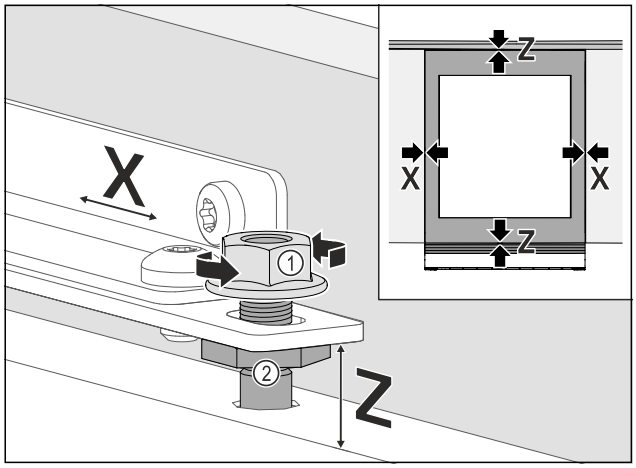

Fig. 104
▶ Align the unit door sideways: Loosen lock nut *Fig. 104 (1)*, move unit door in **X** direction.
▶ Tighten the lock nuts *Fig. 104 (1)*.
▶ Align the unit door in height **Z** and in the lateral inclination: Adjust the adjustment bolt *Fig. 104 (2)*.